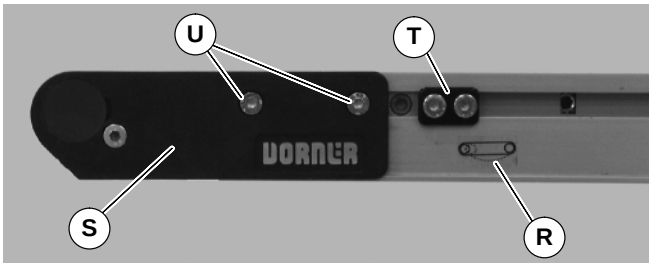

Figure 5
2. On tension end of the conveyor, identified with a label (R of Figure 5), push in head plate assembly (S): On both sides of conveyor, loosen and move cam tracking assemblies (T) (if equipped) away from head plates, then loosen fastening screws (U) and push head plate assembly inward.
7. If equipped with cam tracking assemblies (T of Figure 5), adjust belt tracking. Refer to "Conveyor Belt Tracking", page 16.